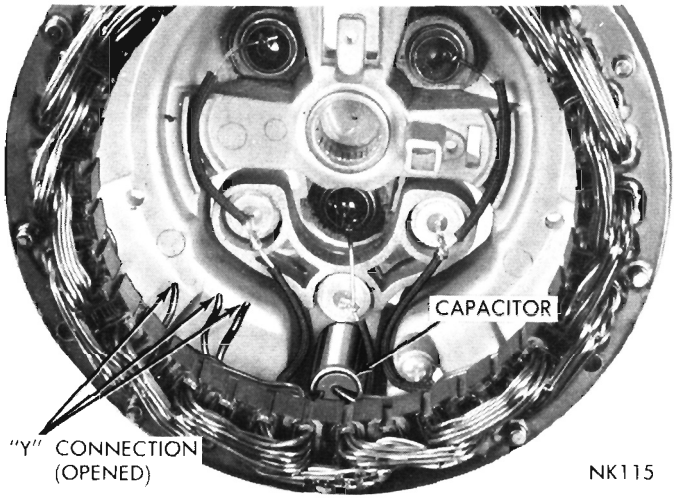

Fig. 18—Separating the Three Stator Leads
(a) Separate the three (3) stator leads at "Y" connection (Fig. 18). **Cut stator connection as close to connector as possible. If they are cut too short it may be difficult to get them together again for soldering.**